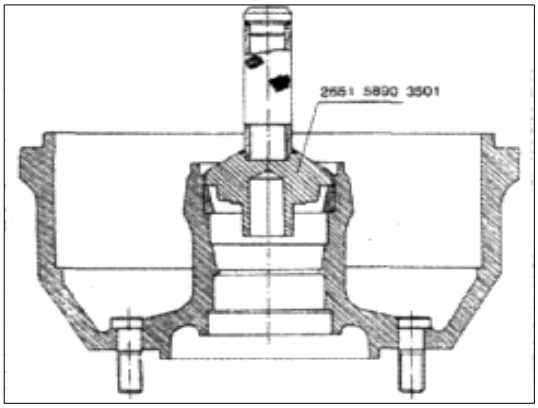

РИС. 280
2) Установите наружное кольцо внутреннего конического роликового подшипника при помощи оправки 2651 5890 35 01 (см. рис.280).